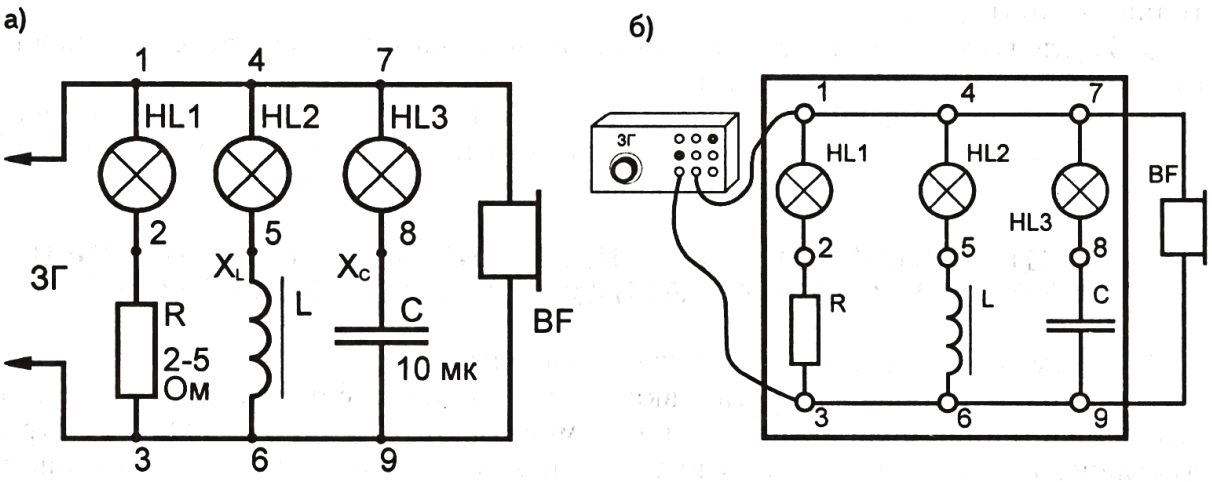

Рис. 14-9-1
1. Соберите электрическую цепь по рис. 14-9-1, а и б. В ней на каждую из трех миниатюрных ламп накаливания переменное напряжение от звукового генератора подается через сопротивление: в одном случае через активное R, в другом - индуктивное X_L , в третьем - емкостное X_C. Подключенный к ним параллельно головной телефон *BF* служит для звуковой индикации частоты тока в цепи.
1. Из схемы, изображенной на рис. 14-9-1, исключите лампу *HL1* с резистором *R*.
1. Изображенную на рис. 14-9-1 конструкцию подключите не к звуковому генератору, а к выходу звуковоспроизводящего устройства (магнитофона, проигрывателя) и наблюдайте за изменением яркости горения ламп при проигрывании музыки. Лампы можно окрасить пастой шариковых ручек в разные цвета, например: красный, синий, зеленый.